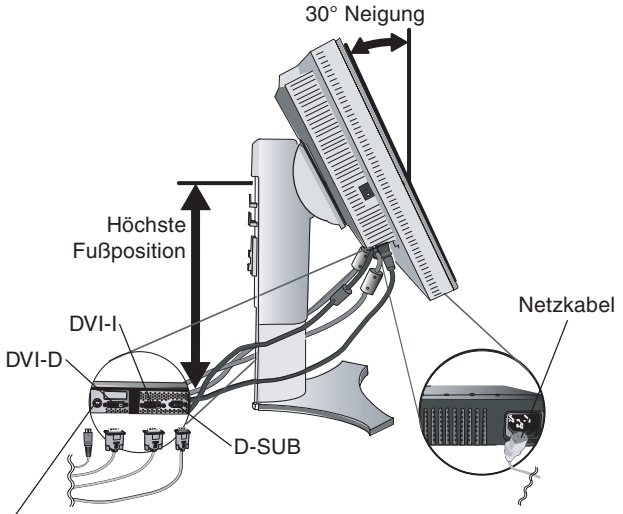

**Abbildung C.1**
3. Fassen Sie den LCD-Bildschirm auf beiden Seiten an, neigen Sie ihn in einem Winkel von 30 Grad, und heben Sie ihn in die höchste Position (**Abbildung C.1**).
4. Verbinden Sie alle Kabel mit den entsprechenden Anschlüssen (**Abbildung C.1**).